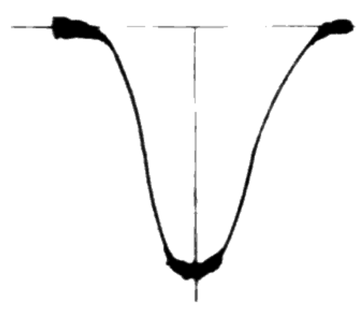

Fig. 6
1. In step 1, set the capacitance of the variable capacitor to minimum and adjust red and blue cores of T151 so that the wave form is as shown in Fig. 6. As T151 contains a 455 kHz ceramic filter, sometimes the center of the marker will not correspond to that of the wave form.
1. Dans le point 1, régler la capacitance du condensateur variable sur la position minimum et ajuster les noyaux rouge et bleu de T151 pour que la forme d'onde soit identique à celle indiquèe sur l'illustration (Fig. 6). Etant donné que T151 contient un filtre céramique de 455 kHz, il peut arriver que le centre de l'indicateur ne corresponde pas à la forme d'onde.